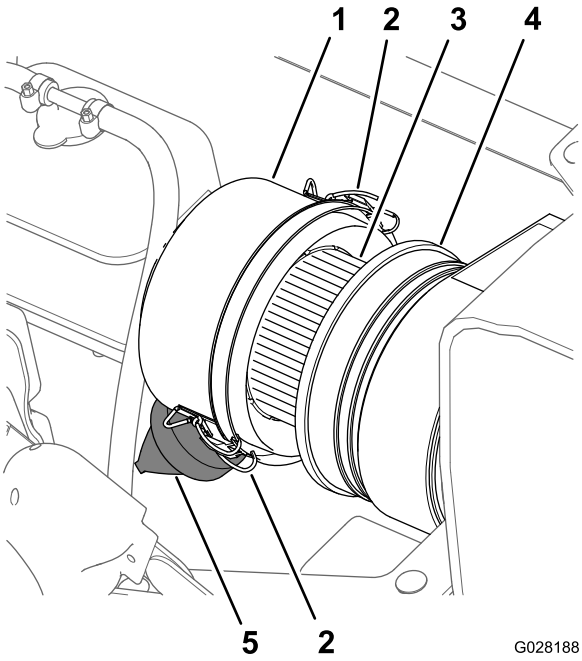

Figuur 67
3. Veeg de stofkap en het luchtfilterhuis schoon (Figuur 67).
4. Controleer de luchtfilterbehuizing op schade die een luchtlek kan veroorzaken (Figuur 67).
5. Knijp in de stofklep zodat vuil en stof eraf valt (Figuur 67).
7. Controleer het luchtfilterelement op overmatige opstapeling van vuil en stof (Figuur 67).
8. Monteer de stofkap op het luchtfilterhuis en bevestig de kap met de 2 grendels (Figuur 67).
2. Veeg de stofkap en het luchtfilterhuis schoon (Figuur 67).
6. Veeg de binnenkant van de stofkap, het luchtfilterhuis en de stofklep schoon met een vochtige doek (Figuur 67 en Figuur 68).